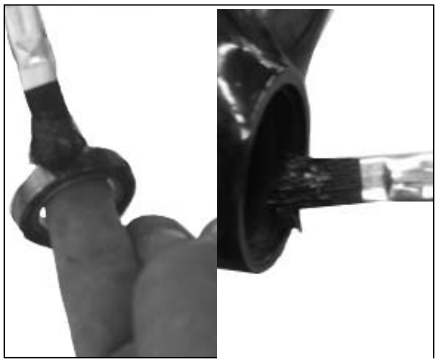

Figure 11. Greasing the bearing and the frame saddle
1. Apply a liberal coat of grease to the contact surfaces of one bearing and the drive side of the bottom bracket shell (Figure 11).